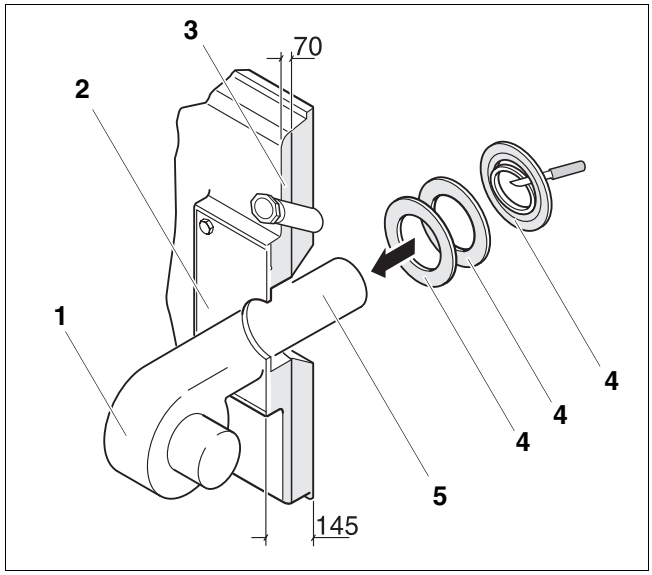

Рис. 39 Установка горелки (размеры в мм)
- Закрепить горелку (рис. 39, **поз. 1**) на пластине (рис. 39, **поз. 2**).
- Вырезать изолирующие кольца (рис. 39, **поз. 4**) соответственно диаметру трубы горелки (рис. 39, **поз. 5**).
- В щель между теплоизоляцией дверцы горелки (рис. 39, **поз. 3**) и трубой горелки (рис. 39, **поз. 5**) вставить подогнанные изолирующие кольца (рис. 39, **поз. 4**).
- Соединить подключение обдувки смотрового стекла с горелкой (рис. 39, **поз. 1**), чтобы смотровое стекло оставалось свободным от загрязнений.
- Подключить кабель к горелке (рис. 39, **поз. 1**).